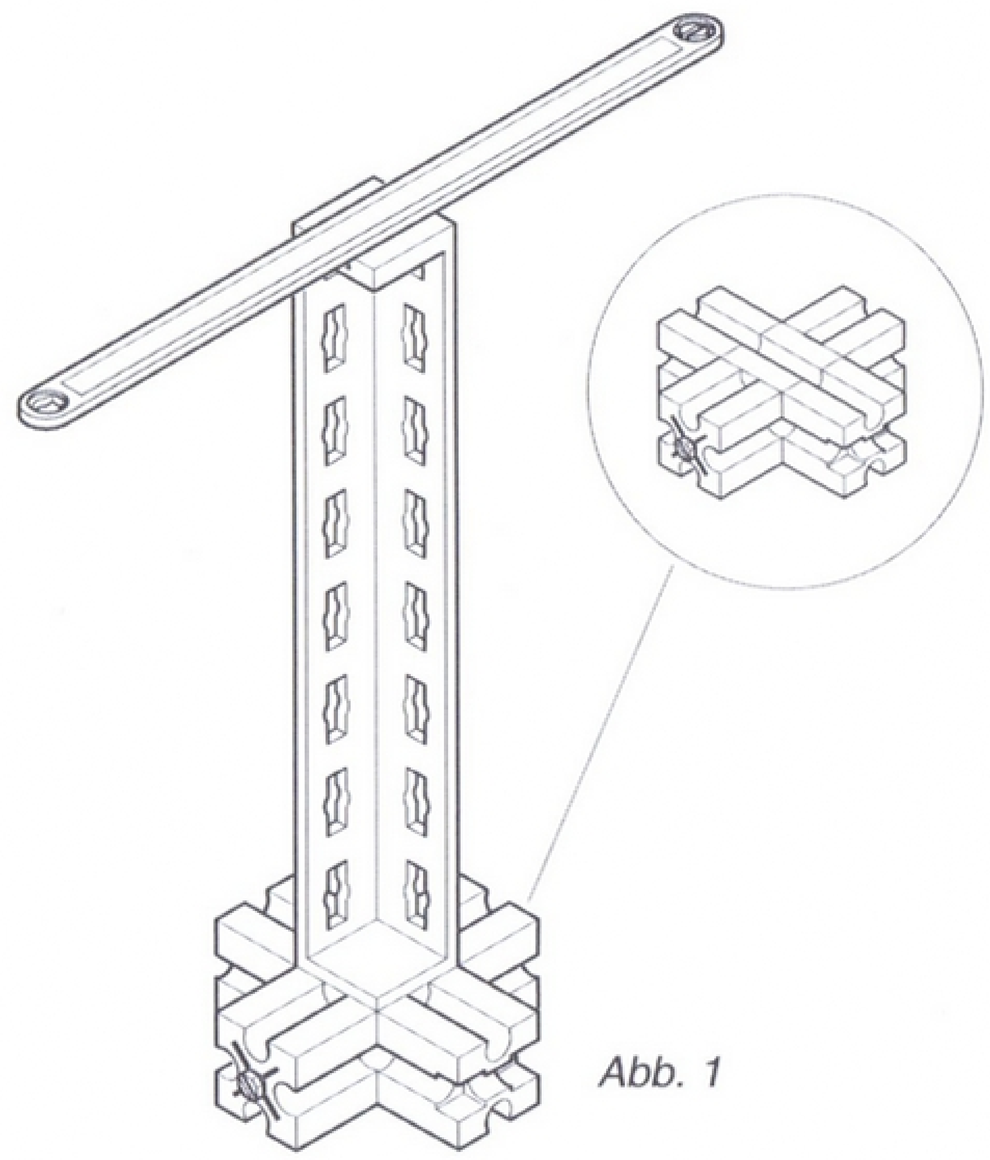

Abb. 1
1) Baut den in Abbildung 1 gezeigten Ständer und legt einen langen Streifen so darauf, dass er **ausbalanciert** ist. Der Streifen ist ausbalanciert, wenn sein **Massenmittelpunkt** genau über der Mitte des tragenden Ständers liegt. Wenn ihr den Streifen in eine Richtung bewegt, ist er nicht mehr ausbalanciert und fällt herunter.